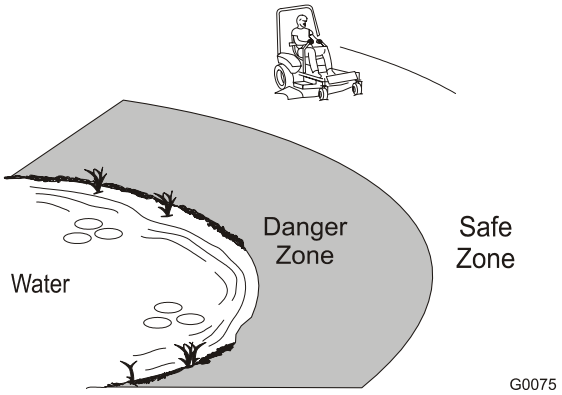

Figure 1
- Use a walk behind mower and\or a hand trimmer near drop-offs, ditches, steep banks or water. This area can be dangerous, see Figure 1.